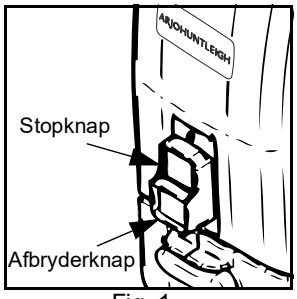

Fig. 1
1. Sluk for Maxi Move-liften ved at trykke på den røde stopknap (se Fig. 1).